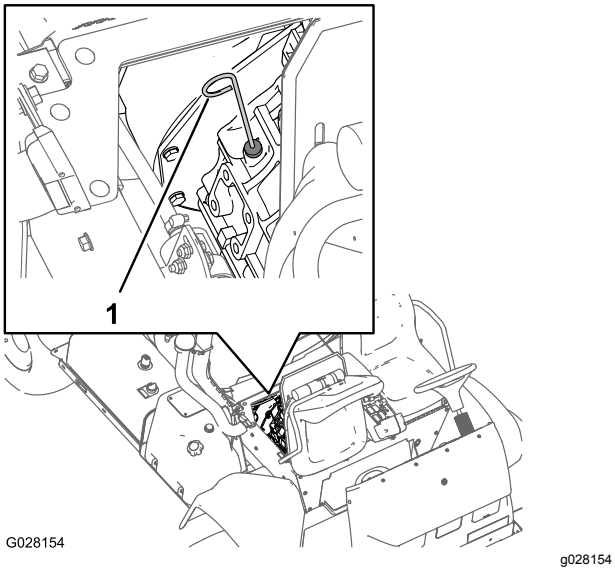

Рисунок 69
2. Извлеките масломерный щуп, расположенный под сиденьем пассажира, и протрите его чистой ветошью (Рисунок 69).
6. Выньте масломерный щуп и проверьте уровень масла в двигателе (Рисунок 69).
7. Медленно добавляйте масло, чтобы довести его уровень до метки FULL (ПОЛНЫЙ) на щупе (Рисунок 69).